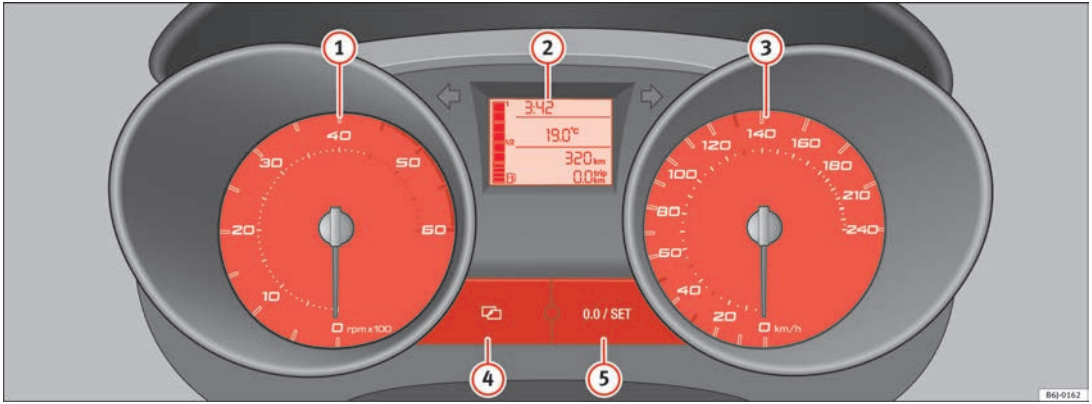

Fig. 28 Detalle del tablero de instrumentos: cuadro de instrumentos
El principio de la zona roja ⇒ página 53, fig. 28 (1) indica el régimen máximo de revoluciones del motor funcionando a temperatura de servicio. Antes de alcanzar dicha zona se debe cambiar a una marcha más larga, colocar la palanca selectora en D o levantar el pie del acelerador.
– Para ajustar las horas, presione la tecla (4) ⇒ página 53, fig. 28. La opción “horas” parpadeará en la pantalla digital y con el botón (5) “set” ⇒ página 53, fig. 28se ajustan.
– Para ajustar los minutos, presione de nuevo la tecla (4) y seleccione la opción minutos, ajuste con el botón (5) “set”.
El contador inferior registra los recorridos cortos. La última posición indica tramos de 100 m. El contador para recorridos cortos puede ponerse a cero presionando el botón de puesta a cero ⇒ página 53, fig. 28 (5).